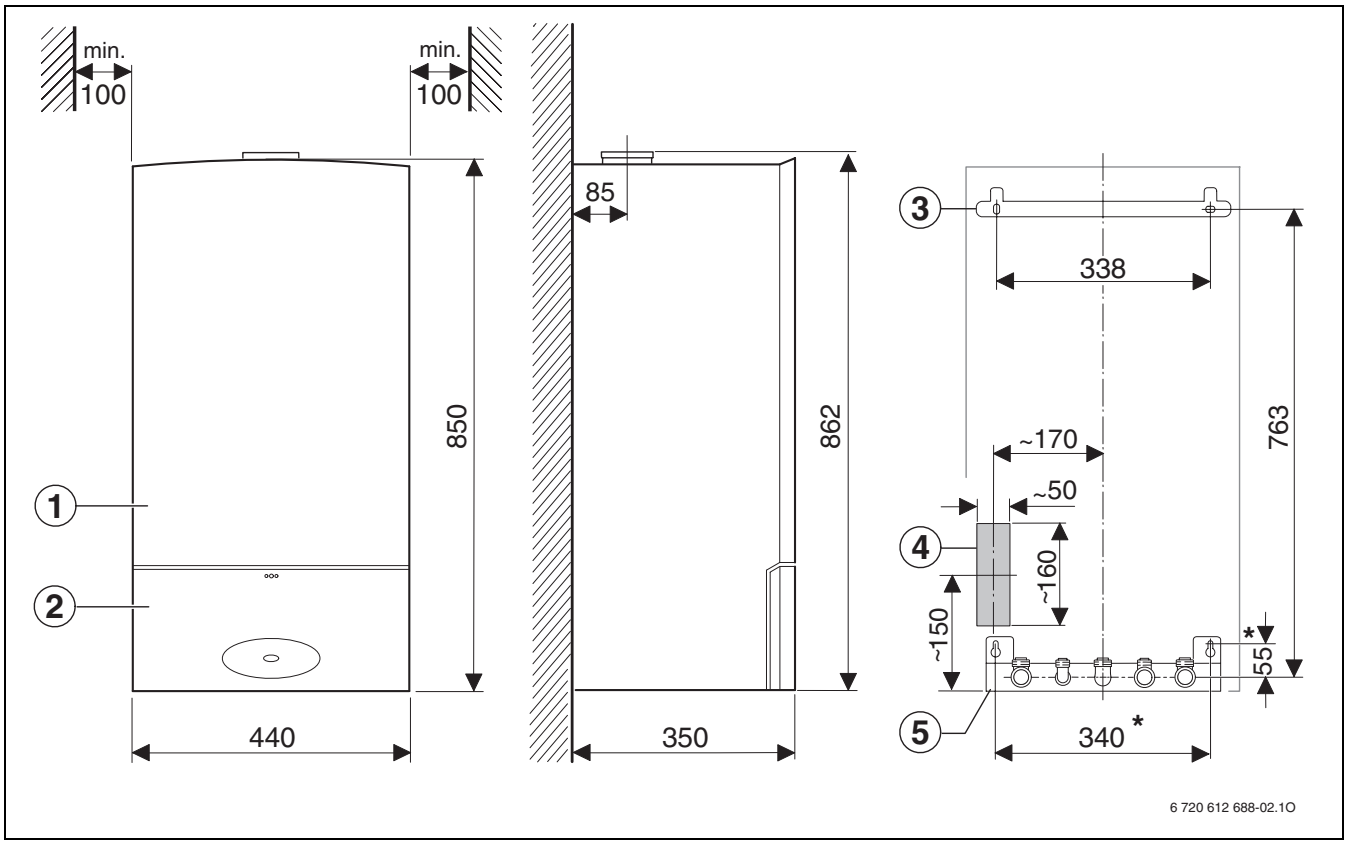

*Fig. 2*
**Legenda per fig. 2:**
Per l'installazione della caldaia è obbligatorio utilizzare la piastra di allacciamento e montaggio nr. 893/12 (fig. 2 di questa pagina ed a pagina 28, fig. 10) oppure l'accessorio nr. 1151 (raccordi di collegamento a pagina 28, fig. 11) a cui può essere aggiunto l'accessorio nr. 1171 (rubinetti di intercettazione impianto riscaldamento a pagina 28, fig. 12).